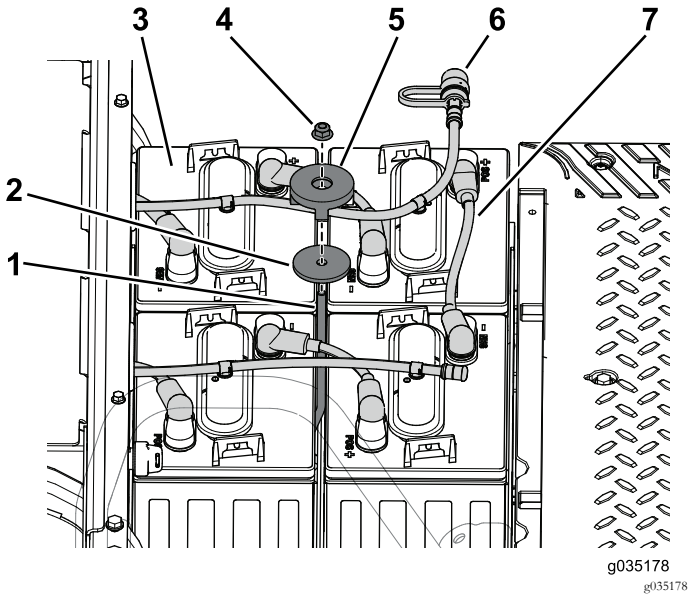

Bild 56
1. Entfernen Sie die Bundmutter, die Befestigungsplatte der Batterie und die Scheibe, mit denen die Batterien am Batteriefach befestigt sind (Bild 56).
2. Schließen Sie den Wasserschlauch von den Batterien im vorderen Batteriefach ab (Bild 56).